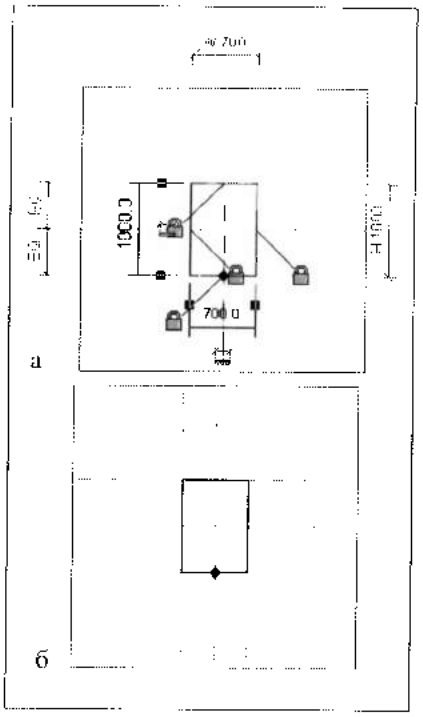

Рис. 17.48. *Создание траектории сдвига для переплета*
2. Создать траекторию профиля (рис. 17.48):